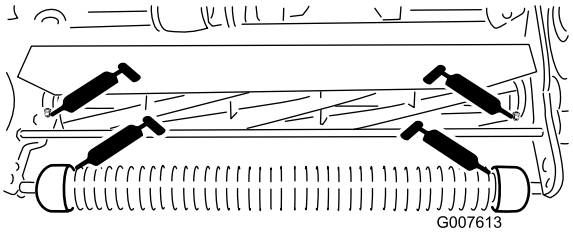

Figur 17
- Två på den främre valsen (Figur 17)
- Två på cylinderlagren (Figur 17)